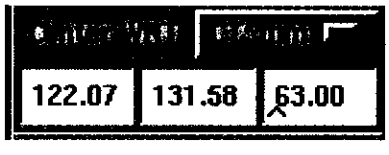
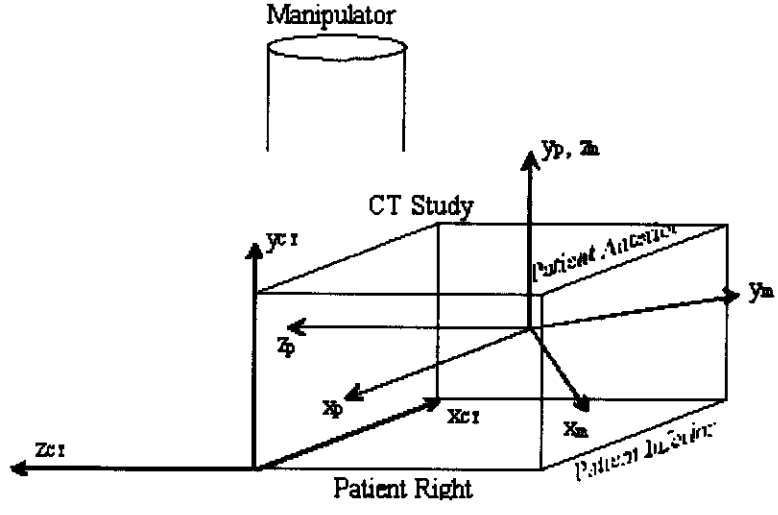

**Figure 31 Center WRT Option**
**Figure 32 Coordinate Frame Definitions**
The coordinates of the center of the selected sphere are displayed in the three text fields in the Toolbox window. One of three coordinate references (CT, patient, and manipulator) may be chosen by selecting from the **CENTER WRT** option (*Figure 31 Center WRT Option, page 34*), where the manipulator coordinate reference is labeled Robot). Assuming the patient is scanned head-first-supine (HFS), these three coordinate frames are (*Figure 32 Coordinate Frame Definitions, page 35*) defined as follows:
1. The **CT coordinate frame** has its origin at the starting pixel of the CT study, which is the lower (operator's) left corner of the first CT section. All coordinates in the study are positive; **x** is horizontal in the axial plane and positive to the patient's left; **y** is vertical and positive to the patient's anterior; **z** is parallel to the normal to the axial plane and positive to the patient's superior. Two units are used for this coordinate reference, millimeters and slice number. In (*Figure 32 Coordinate Frame Definitions, page 35*), the CT subscript indicates the CT coordinate frame.
2. The origin of the **patient coordinate frame** is automatically set within the CT image based on either the field of view for the imaging system or the centroid of the locus of fiducials. The axes are: **x** is positive to the patient's right; **y** is positive to the patient's anterior; **z** is positive to the patient's superior. The units are millimeters. In (*Figure 32 Coordinate Frame Definitions, page 35*), the **p** subscript indicates the patient coordinate frame.
If the manipulator is at the patient's left-superior, **x** is positive to the patient's right-inferior and is roughly 45 degrees from the patient's right; **y** is positive to the patient's left-inferior and is roughly 45 degrees from the patient's inferior. The z-axis is positive to the patient's anterior regardless of where the manipulator is. The units are millimeters. The exact orientation of the robot with respect to the patient coordinate frame is found when the imaging system is calibrated. In (*Figure 32 Coordinate Frame Definitions, page 35*), the m subscript indicates the manipulator coordinate frame.